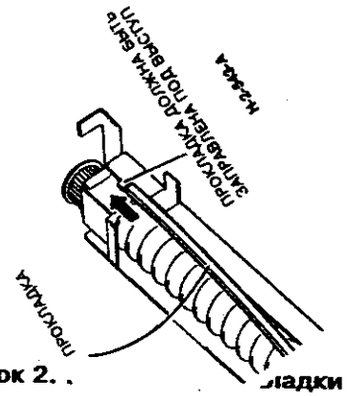

**Рисунок 2. . .кладки**
2. (Рисунок 2) Устанавливайте прокладку снизу вверх. Проверьте, что прокладка попала в выступ корпуса узла кулачка.